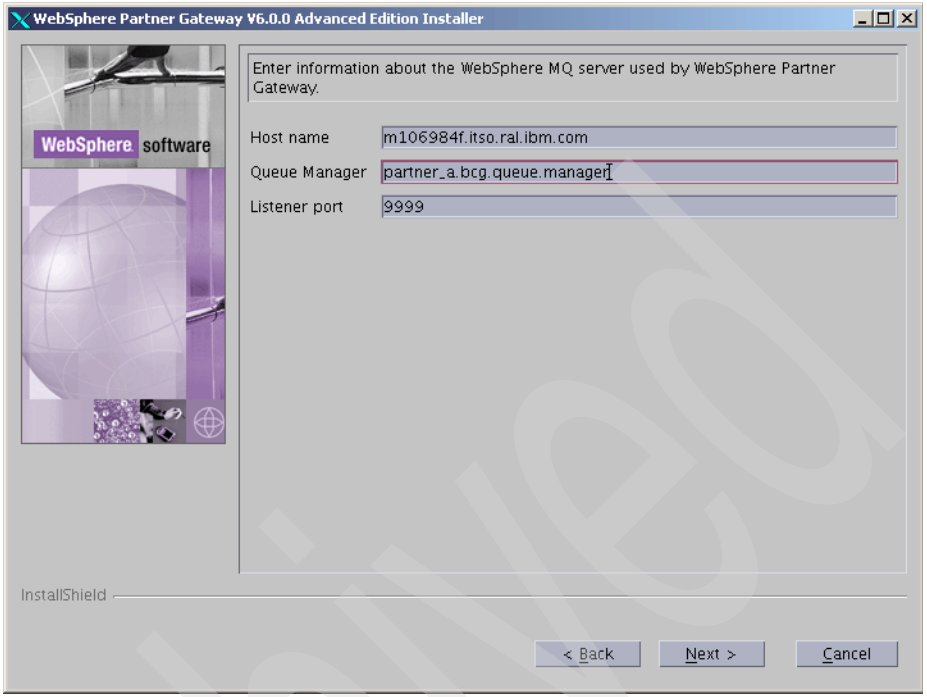

Figure 6-15 Providing MQ connection information
13. Now that the installation program has verified that WebSphere Partner Gateway can access the database, it then requests information about WebSphere MQ (Figure 6-15 on page 131). The installation program needs: